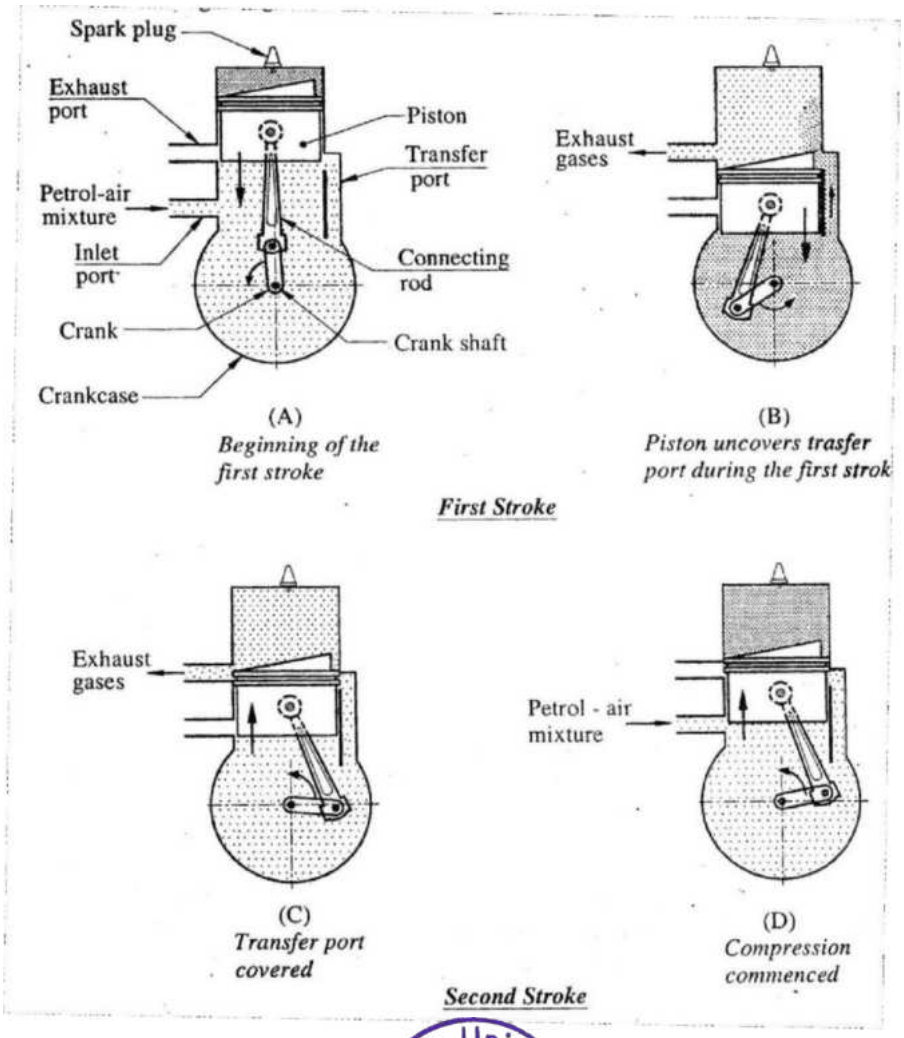
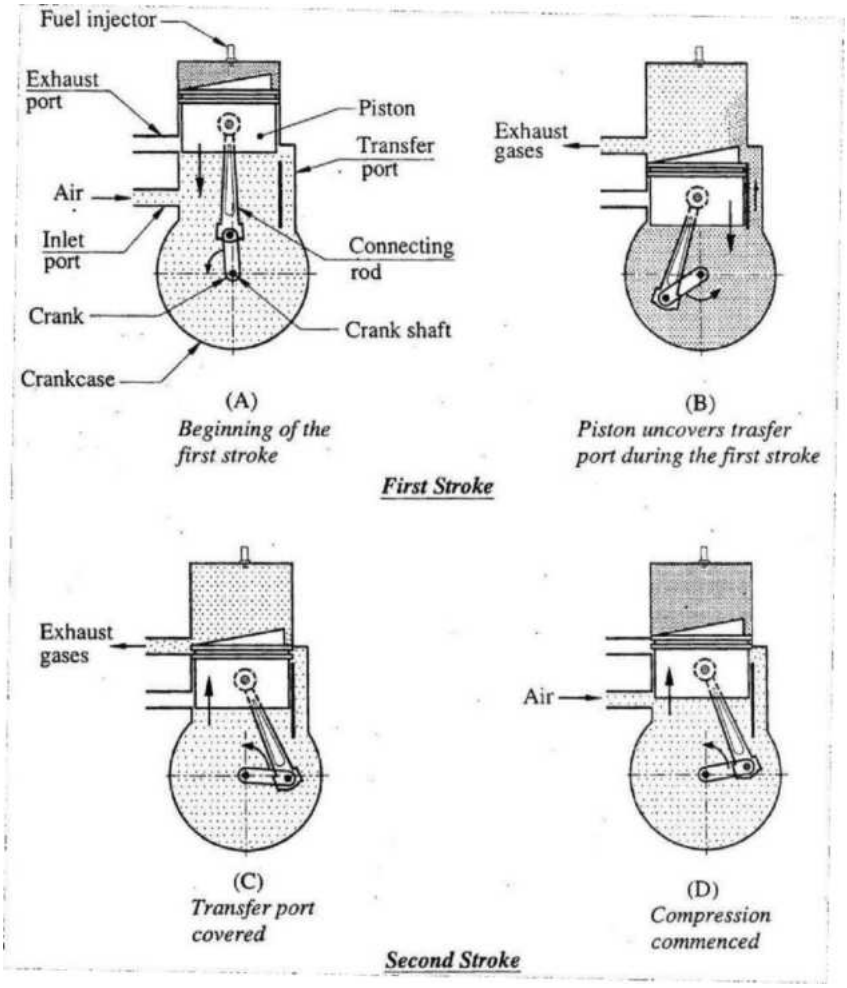

Fig. 7.9 Two stroke petrol engine
Fig. 7.10 Two stroke diesel engine
When the piston moves upward, as shown in fig. 7.9. Partial vacuum is created in the crankcase until its lower edge uncovers the inlet port completely as shown in fig. 7.9(A).
The pressure difference set up between the atmosphere and crankcase will suck the petrol and air mixture through the carburetor fitted (not shown in fig. 7.9) to inlet port, into the crankcase as shown in fig. 7.9. The suction will be continued till the inlet port is covered by the piston during its next downward stroke.
After the inlet port is covered by the piston as shown in fig. 7.9 its further downward motion will compress the charge in the crankcase up to top edge of the piston uncovers the transfer port as shown in Fig. The compressed charge flows from the crankcase to cylinder through transfer port. This will continue till the piston covers the transfer port during its next upward stroke as shown in fig. 7.9.
At the beginning of the first stroke the piston is at TDC as shown in fig. 7.9. Piston moves from TDC to BDC. The electric spark ignites the compressed charge. The combustion of the charge will release the hot gases which will increase the pressure and temperature in the cylinder. The high pressure combustion gases force the piston downwards. The piston performs the power stroke till it uncovers the exhaust port as shown in fig. 7.10.
The combustion gases which are at a pressure slightly higher than the atmospheric pressure escape through the exhaust port. The piston uncovers the transfer port as shown in fig. 7.9. The fresh charge flows from the crankcase into the cylinder through transfer port.
The fresh charge which enters the cylinder pushes the burnt gases, so more amount of exhaust gases come out through exhaust port as shown in fig. 7.9. This sweeping out of exhaust gases by the incoming fresh charge is called ***scavenging*.** This will continue till the piston covers both the transfer and exhaust ports during next upward stroke.
In this stroke the piston moves from TDC to BDC. When it covers the transfer port as shown in Fig. the supply of charge stops and then when it moves further up it covers the exhaust port completely as shown in Fig. 7.9(D) stops the scavenging. Further upward motion of the piston will compress the charge in the cylinder. After the piston reaches TDC the first stroke repeats again.
At the beginning of the first stroke, the piston is at TDC as shown in Fig. 7.10 Piston moves from TDC to BDC.
The top edge of the piston uncovers the transfer port as shown in Fig. 7.10 the air flows from the crank case into the cylinder through transfer port. The fresh air entering the cylinder, it pushes the burnt gases, so burnt gases come out from exhaust port as shown in Fig. 7.10. This pushing out of the exhaust gases is called ***scavenging***. This will continue till the piston covers both the exhaust and the transfer ports during next upward stroke.
In this stroke the piston moves from BDC to TDC. When it covers the transfer port as shown in Fig. 7.10 the supply of air is stop and then when it moves further up it covers the exhaust port completely as shown in Fig. stops the scavenging. Further upward motion of the piston will compress the air in the cylinder. After the piston reaches TDC the first stroke repeats again.